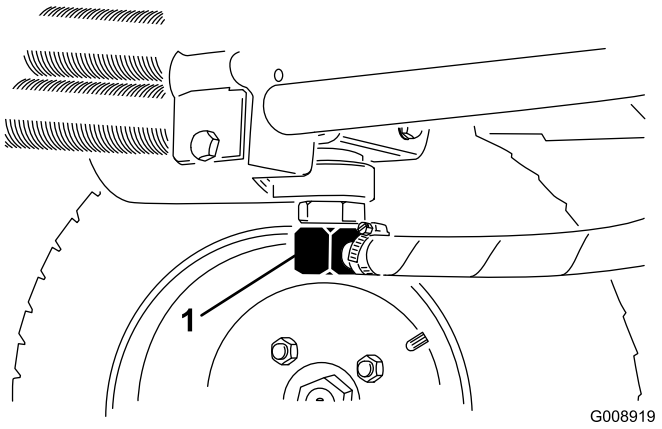
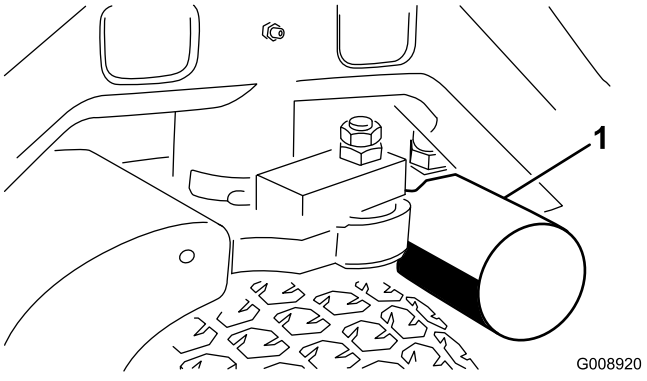

Figur 75
Figur 76
2. Koble fra hydraulikkledningen (Figur 75) eller fjern det hydrauliske filteret, (Figur 76) og la den hydrauliske oljen renne ned i et tappefat.
4. Plasser et tappefat under filteret (Figur 76), og ta ut filteret.